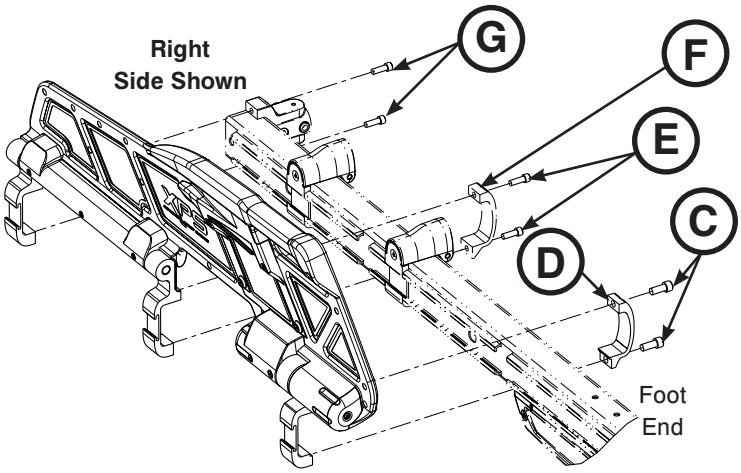

Figure 82
5. Using a 1/4” hex wrench, remove the socket head cap screws (C) that secure the siderail clamp (D) to the ratchet assembly at the foot end of the main assembly (Figure 82). During installation, torque both new screws to 22 ± 3.3 ft-lb.
6. Using a 3/16” hex wrench, remove the two socket head cap screws (E) that secure the middle siderail clamp (F) to the outer rail assembly (Figure 82).
7. Using a 3/16” hex wrench, remove the two socket head cap screws (G) that secure the top and bottom of the base/ litter interface bracket to the outer rail assembly (Figure 82).